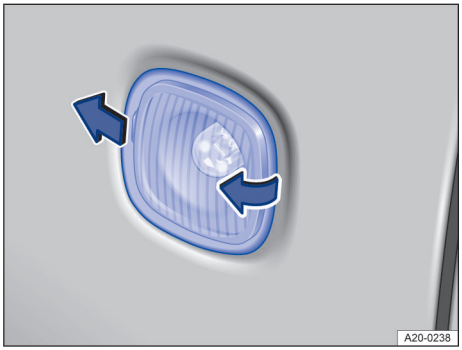

Fig. 176 Sur le côté du véhicule : dépose de l'ampoule de clignotant latéral
2. Poussez le clignotant latéral dans le sens de la marche et faites basculer la partie arrière de l'ampoule pour l'extraire → fig. 176.